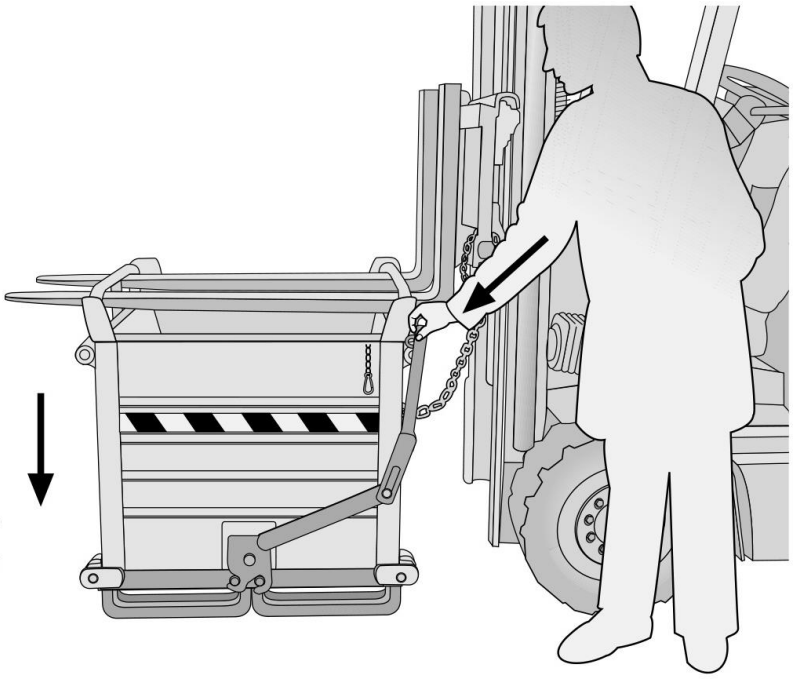

Bild 6.2.11
• 6.2.14 Bei den Modellen SL 064 und SL 153 sowie SL 150 haken Sie den Auslösehebel manuell ein **(Bild 6.2.11).** Im Modell SL 154 wird der Hebel automatisch eingehakt.